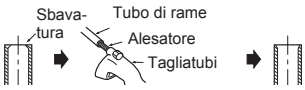

Fig. 3
2) Rimuovere completamente tutte le sbavature dalla sezione di taglio del tubo. (Fig. 3)